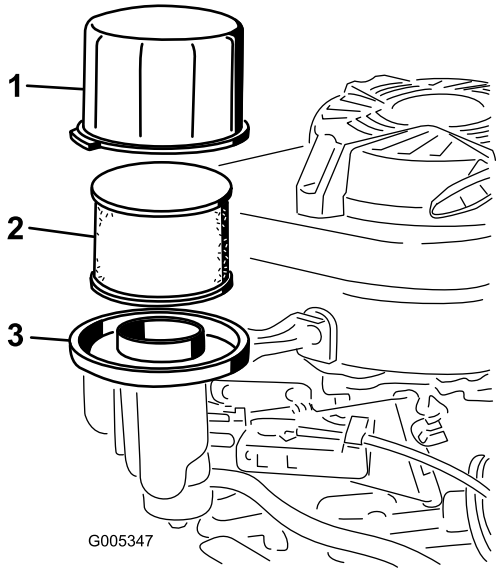

Figuur 21
3. Verwijder het luchtfilterdeksel en maak dit grondig schoon (Figuur 21).
4. Verwijder het schuimelement en het papieren luchtfilter van de basis van het luchtfilter (Figuur 21)